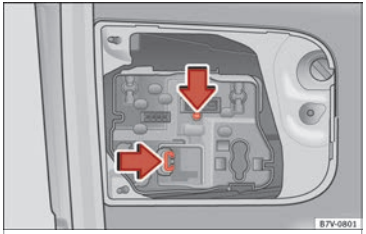

Fig. 111 On the rear lid: remove the bulb-holder.
4.	Press on the attachment tabs in the direction of the arrow >>> Fig. 111 and pull out the bulb holder.